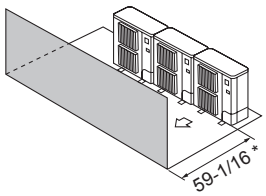

Fig. 2-13
③ Obstáculos en la parte delantera (Fig. 2-13)